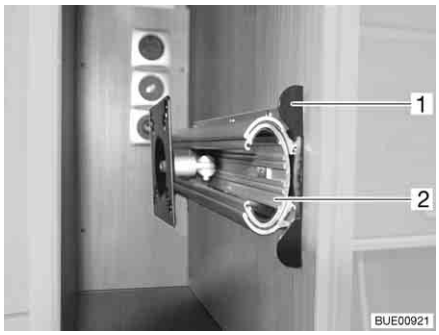

Fig. 51 Holder in the TV cabinet
- Push the unlocking bar (Fig. 51,1) in.
- Pull out the extension (Fig. 51,2) as far as possible.
- Push in the extension (Fig. 51,2) until the unlocking bar (Fig. 51,1) engages.